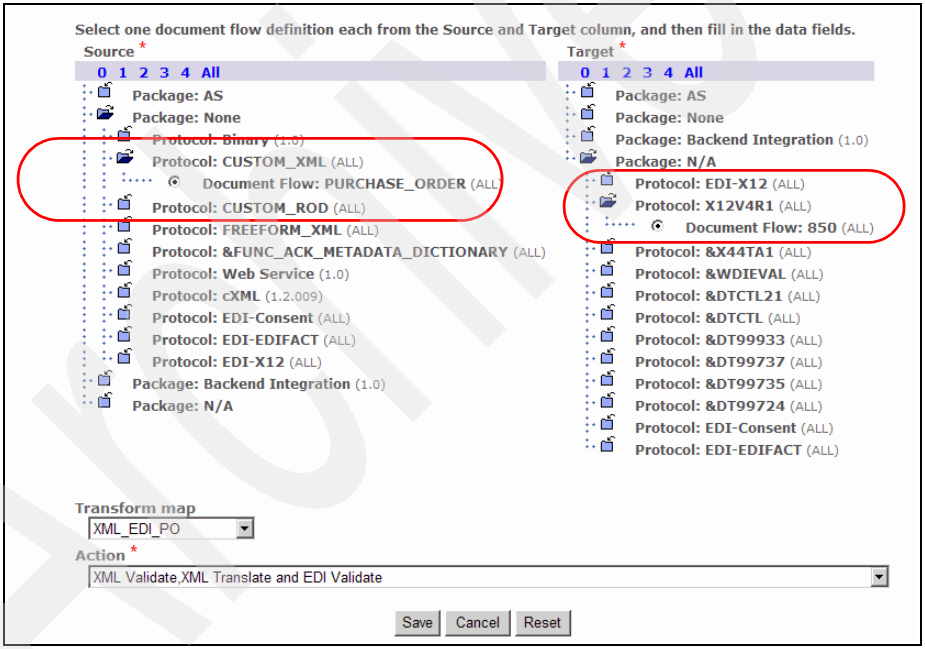

Figure 19-17 From None/CUSTOM_XML/PURCHASE_ORDER to N/A/X12V4R1/850
6. Select **XMLValidate,XML Translate and EDI Validate** from the Action drop-down box (Figure 19-17). Select **Save** to return to the Manage Interactions page. This finishes the creation of the first required interaction.